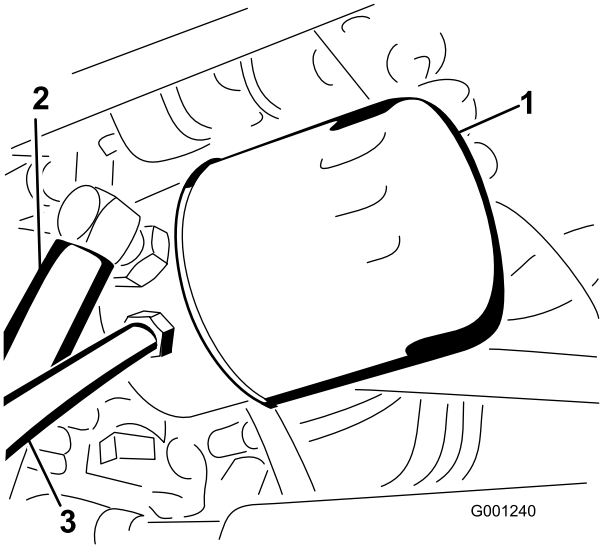

Figur 70
4. Rengør området omkring hydraulikoliefilteret, og afmonter filteret (Figur 70).